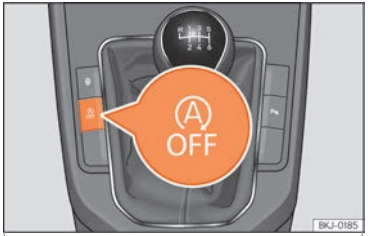

Fig. 139 Centre console: Start-stop system button.
- To manually switch on/off the Start-Stop system, press the button ››› Fig. 139.